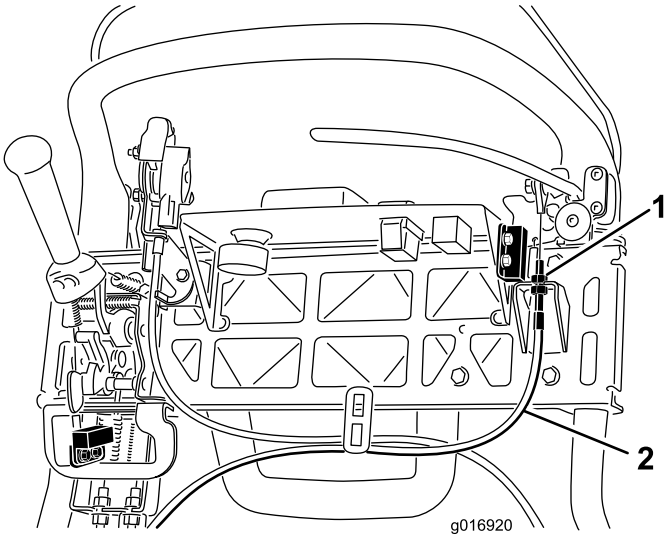

Figur 41
3. Kabelspændingen øges ved at løsne kablets øverste kontramøtrik og spænde kablets nederste kontramøtrik (Figur 41), indtil der kræves en kraft på 156 N på bremsegrebet for at udløse parkeringsbremselåsen. Overjuster ikke, så bremsebåndet hænger.